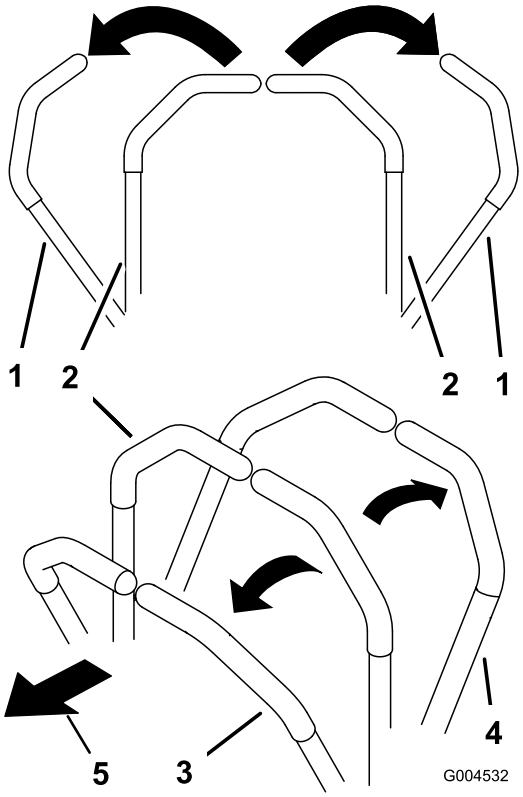

Figur 18
1. Flytt bevegelseskontrollspakene (Figur 18) ut av den NØYTRALE LÅSESTILLINGEN.
3. Skyv kontrollspakene forsiktig forover for å kjøre fremover (Figur 18).
Legg likt trykk på begge kontrollspakene for å kjøre rett fram (Figur 18).
Når du skal svinge, flytter du bevegelseskontrollspaken mot nøytral i den retningen du ønsker å svinge (Figur 18).
2. Skyv bevegelseskontrollspakene forsiktig bakover for å gå bakover (Figur 18).
Når du skal svinge reduserer du trykket på kontrollspaken i den retningen du ønsker å svinge (Figur 18).